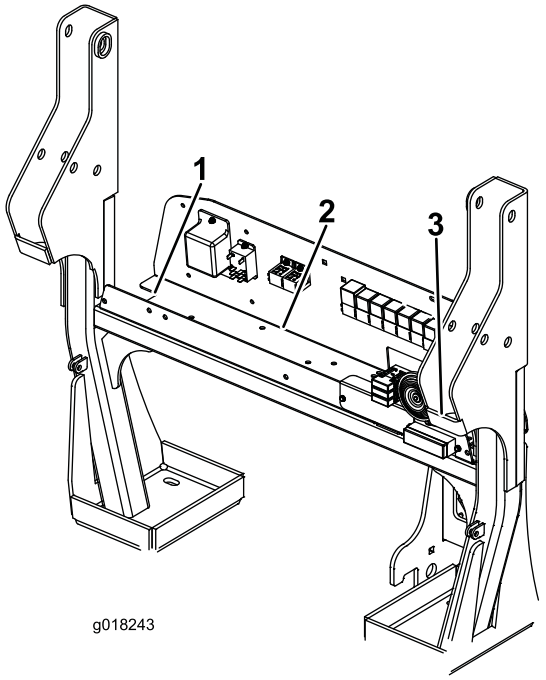
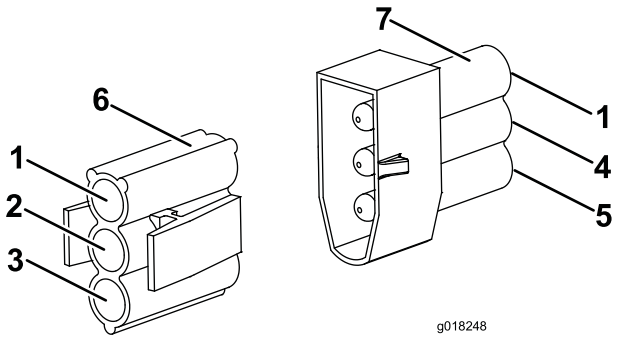

Figura 4
Figura 7
12. Os cabos têm de ser ligados, agora, à rede de cablagem principal da máquina que se encontra no anteparo eléctrico (Figura 4). Ligue o conector de cablagem de 4 pinos do conjunto das luzes traseiras do lado esquerdo ao conector eléctrico de 4 pinos correspondente no lado esquerdo da rede de cablagem principal. Ligue o conector de cablagem de 4 pinos do conjunto das luzes traseiras do lado direito ao conector eléctrico de 4 pinos correspondente no lado direito da rede de cablagem principal. São
5. Trabalhando no anteparo eléctrico, ligue o conector de 3 pinos do cabo do interruptor de pressão eléctrica ao conector correspondente localizado na rede de cablagem principal da máquina (Figura 4 e Figura 7).